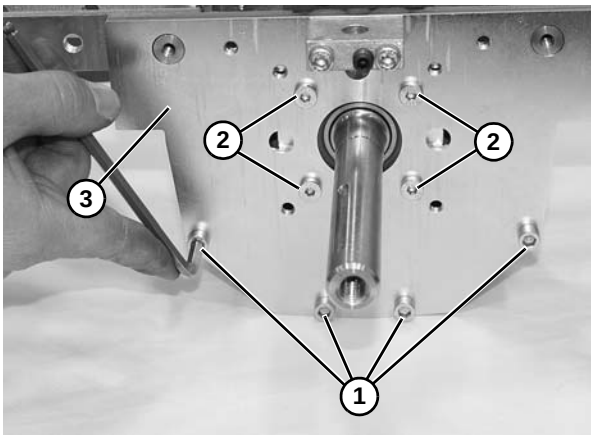

Figure 89
10. Remove four socket head screws **(Figure 89, item 1)**.
11. Remove four low head cap screws **(Figure 89, item 2)** and remove side plate **(Figure 89, item 3)**.